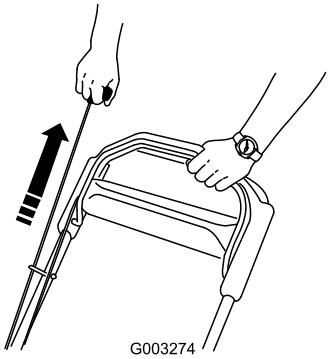

Figura 18
3. Tire del arrancador de retroceso (Figura 18).